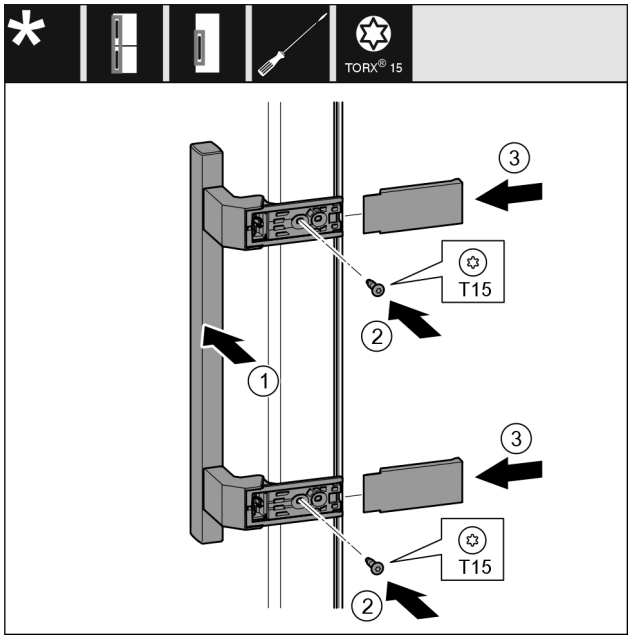

Fig. 11
- ▶ Aplicați și fixați mânerul pe partea opusă. *Fig. 11 (1)*
- ▶ Înșurubați ferm șuruburile cu șurubelnița T15. *Fig. 11 (2)*
- ▶ Aplicați lateral și împingeți capacele. *Fig. 11 (3)*